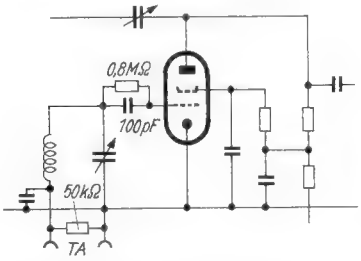

Bild 3. Der Tonabnehmer liegt in Reihe mit Gitterableitwiderstand und Gitterspule
b) Nicht so brummempfindlich ist eine Schaltung nach **Bild 3,** jedoch ist auch die Verstärkung nicht so hoch, da infolge des in Reihe liegenden Gitterableitwiderstandes von 0,5 bis 1 MΩ nur ein Teil der Wechselspannung am Gitter wirksam wird.